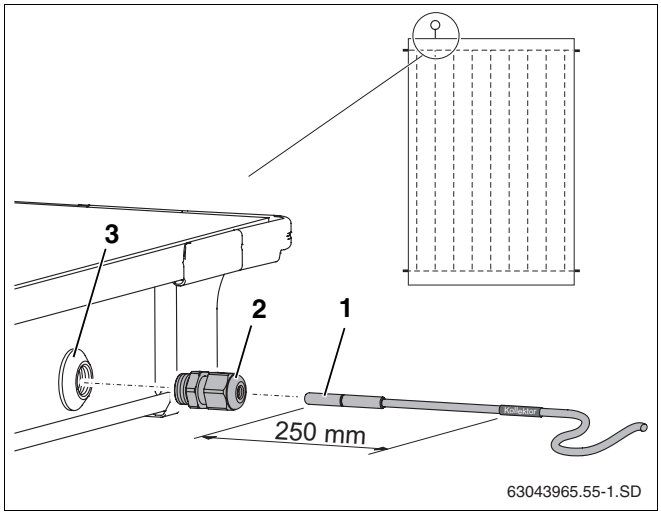

Abb. 51 Kollektorfühler in den Kollektor schieben
Für die einwandfreie Funktionstüchtigkeit der Solaranlage ist es notwendig, dass der Kollektorfühler (Abb. 51, **Pos. 1**) bis zum Anschlag (entspricht ca. 250 mm) in das Fühlerleitrohr eingeschoben wird.
- Mit dem Kollektorfühler oder Schraubendreher die Dichtungsschicht der Fühlerdurchführung (Abb. 51, **Pos. 3**) durchstoßen.
- Klemmverschraubung (Abb. 51, **Pos. 2**) in Fühlerdurchführung eindrehen.
- Klemmverschraubung (Abb. 51, **Pos. 2**) festziehen, ggf. gegenhalten.
Haben Sie die Fühlerdurchführung (Abb. 51, **Pos. 3**) eines falschen Kollektors durchstoßen, ist diese mit dem Stopfen aus dem Anschluss-Satz abzudichten. Zuvor müssen Sie jedoch mit Hilfe der Kabelverschraubung (Abb. 51, **Pos. 2**) die in der Fühlerdurchführung befindliche Mutter entfernen.